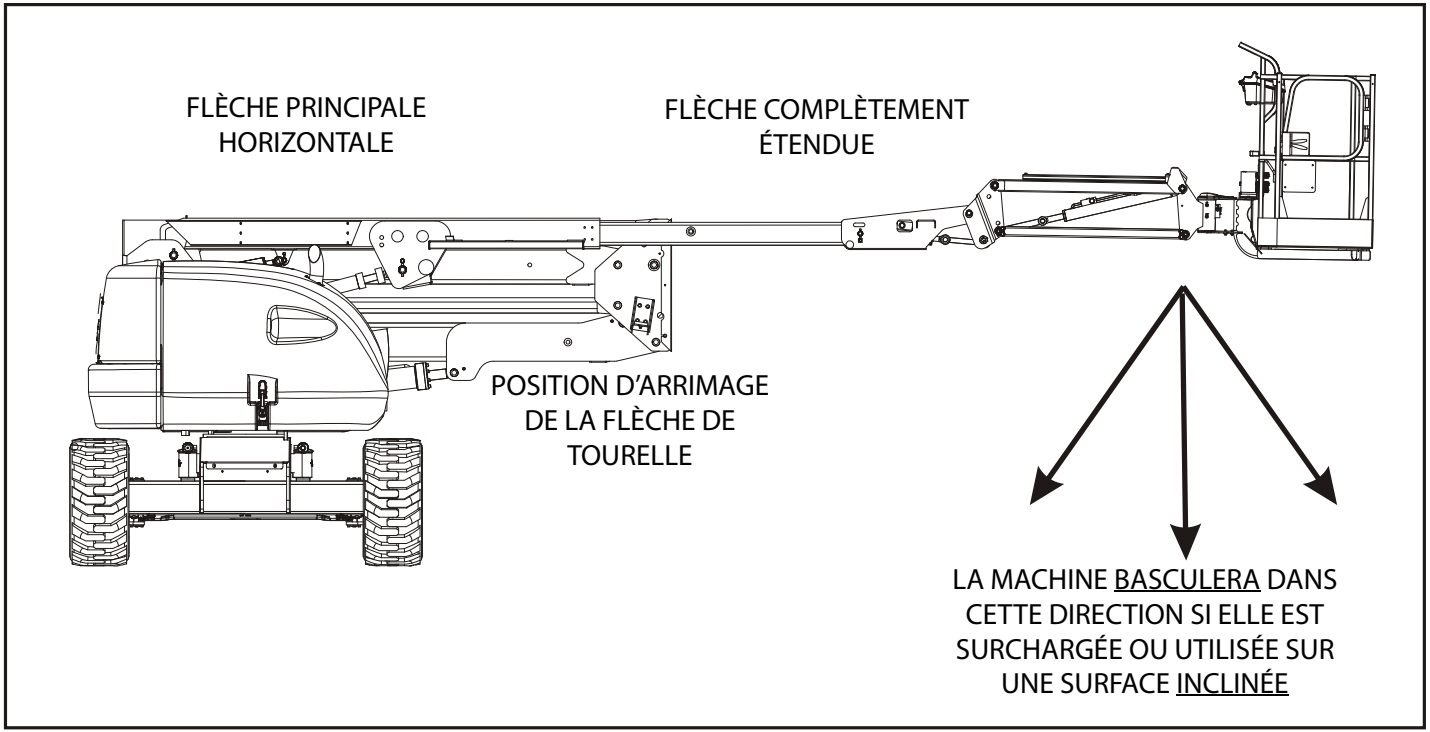
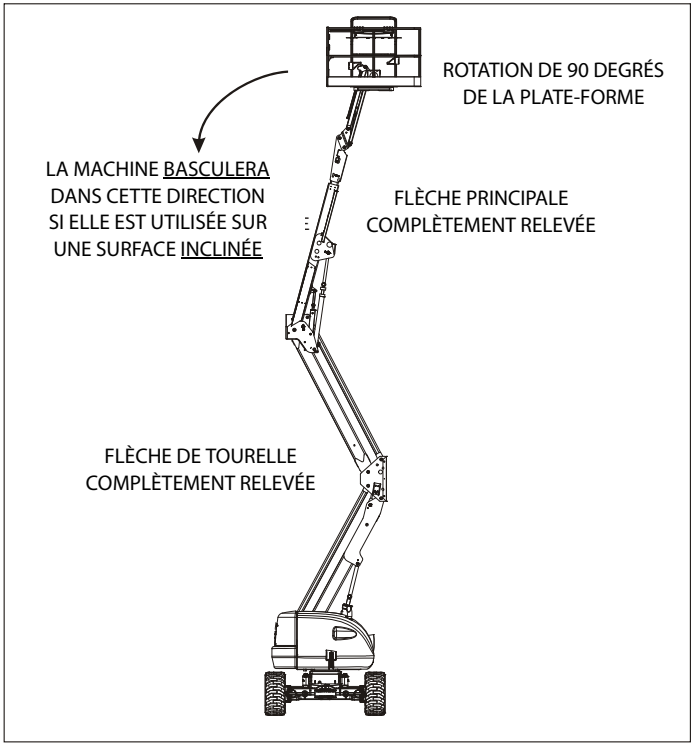

Figure 4-1. Position la moins stable vers l'avant
Figure 4-2. Position la moins stable vers l'arrière
La stabilité de la machine est basée sur deux (2) conditions, appelées stabilité VERS L'AVANT et stabilité VERS L'ARRIÈRE. La position la moins stable de la machine VERS L'AVANT est illustrée sur la (Voir Figure 4-1.) et la position la moins stable de la machine VERS L'ARRIÈRE est illustrée sur la (Voir Figure 4-2.)